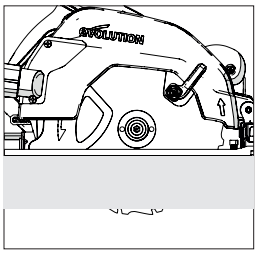

Рис. 12
- В большинстве случаев глубина пропила должна устанавливаться на толщину разрезаемого материала с прибавлением половины длины зубца пильного диска (от кончика зубца до основания). **(Рис.12)**
(13) РЕГУЛИРОВКА УГЛА РЕЗКИ